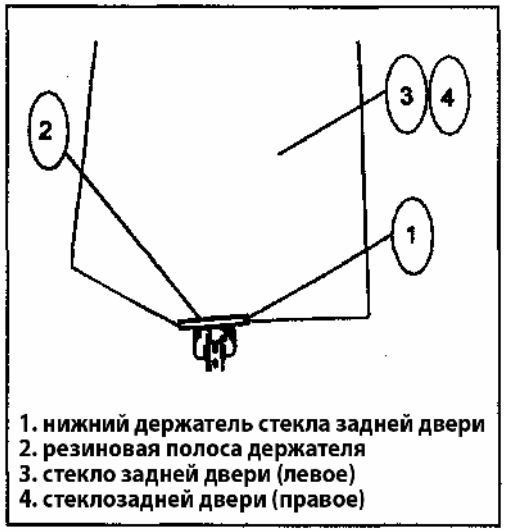

Рис. 816
5) Снимите держатель стекла задней двери (Рис. 816).